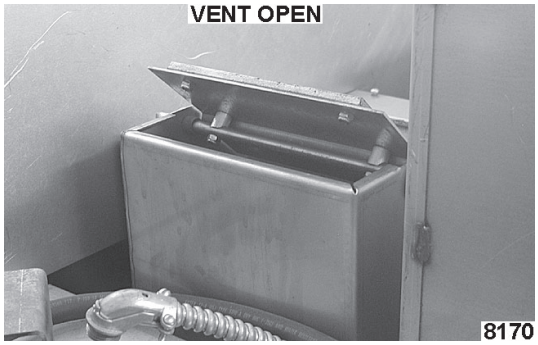

Fig. 11
B. Visually check that vent opens (Figs. 11 and 12) and closes when button is pressed.